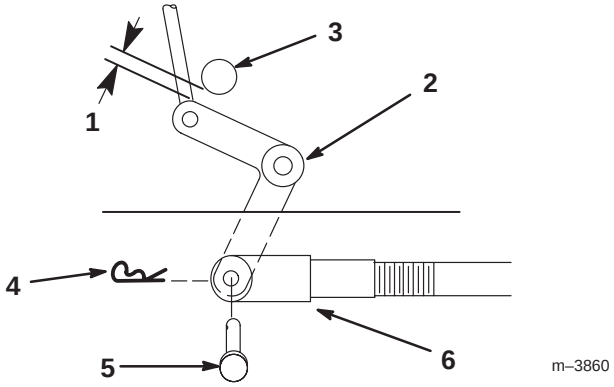
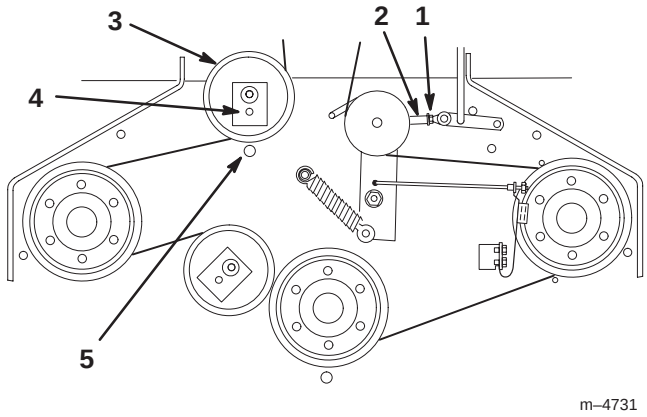

Figure 58
Figure 59
9. Check the clearance between the bell crank and the transmission output shaft (Fig. 58).
11. Rotate the clevis clockwise on the rod to increase the clearance or counterclockwise to decrease it (Fig. 58).
Note: If the assist arm does not contact the front stop on the mower deck (Fig. 59), adjust the clevis to bring the bell crank closer to the transmission output shaft (Fig. 58).
13. Check the belt guide under the engine frame for proper adjustment (Fig. 59).
3. Loosen the locknut on the turnbuckle (Fig. 59).
4. Rotate the turnbuckle toward the rear of the mower to increase the tension on the belt. Rotate the turnbuckle toward the front of the mower to decrease the tension on the belt (Fig. 59).